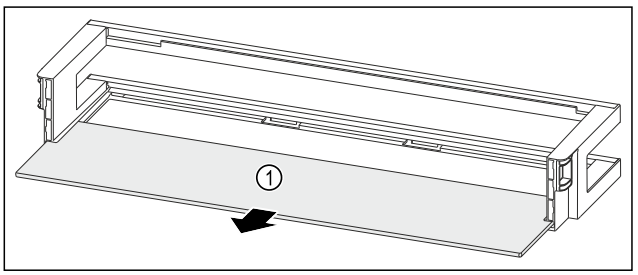

Fig. 158 Raft montat pe ușă cu raft
▶ Extrageți raftul *Fig. 158 (1)*.